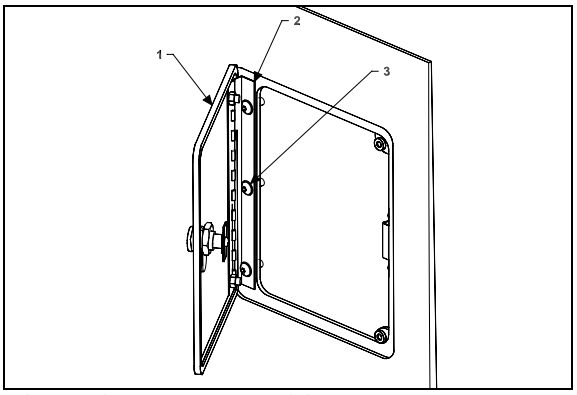

**FIGURE 79: FUEL FILLER DOOR** 1875003D
1. Open the fuel filler door (1, Figure 79).
2. Loosen the screws (3,Figure 79) holding the panel to hinge (2,Figure 79) assembly.